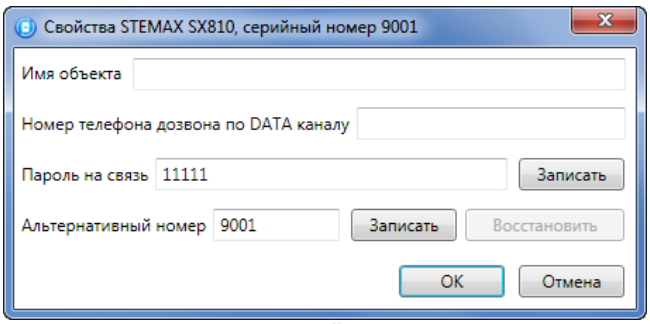

Рисунок 4.16 — Свойства контроллера
**Шаг 2:** в дереве устройств щелкните правой кнопкой мыши по строке конфигурации ПОО контроллера. В появившемся меню выберите *Свойства*, в результате чего откроется окно *Свойства* (см. рисунок 4.16). Задайте в нем описанные ниже параметры и нажмите кнопку *OK*.